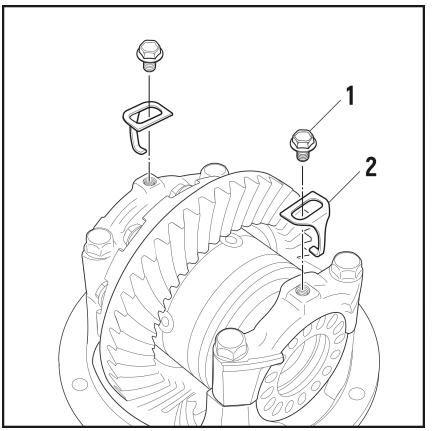

Рис. 28
3.15 После завершения настройки бокового зазора, зафиксируйте регулировочные гайки стопорными пластинками (**2**) и закрепите их болтами (**1**). (**Рис. 28**)